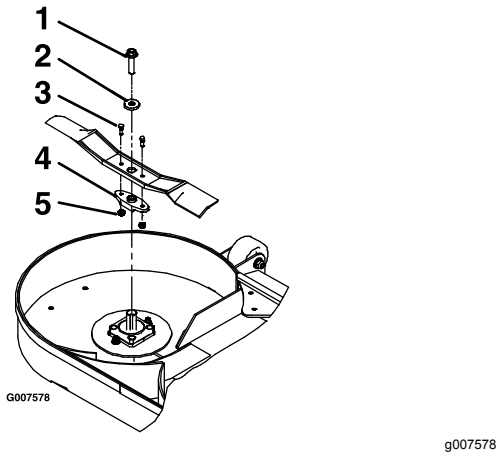

Figure 66
3. Déposez la lame, la rondelle et le boulon de lame qui fixe la lame et son dispositif d'entraînement (Figure 66).
4. Déposez le dispositif d'entraînement de la lame existante (Figure 66).
1. Posez le dispositif d'entraînement sur les lames neuves avec les boulons de cisaillement et les contre-écrous (Figure 66).
3. Posez la lame, la rondelle et le boulon de lame sur l'axe (Figure 66).